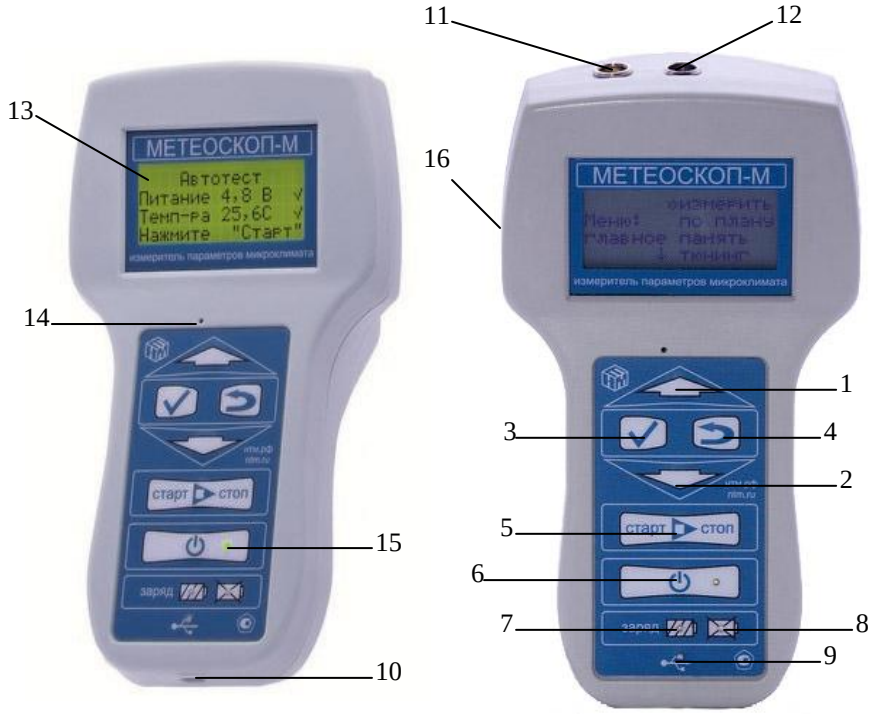

Рис.5. Внешний вид Измерителя.
- вставить штекер блока питания в гнездо (16), расположенного с левой стороны Измерителя (См. рис. 5);
- вставить вилку зарядного устройства в сетевую розетку ~220В 50 Гц; при этом загорится индикатор заряда АКБ (7) (см. рис. 5) на передней панели Измерителя;
Если в процессе заряда аккумуляторных батарей произошел какой-либо сбой, индикатор процесса заряда погаснет и загорится индикатор «сбой в процессе заряда» (8) (см. рис. 5). В этом случае необходимо отсоединить блок питания от сети 220В., и выдержав паузу (1 мин.), снова включить блок питания в сеть 220В. В случае